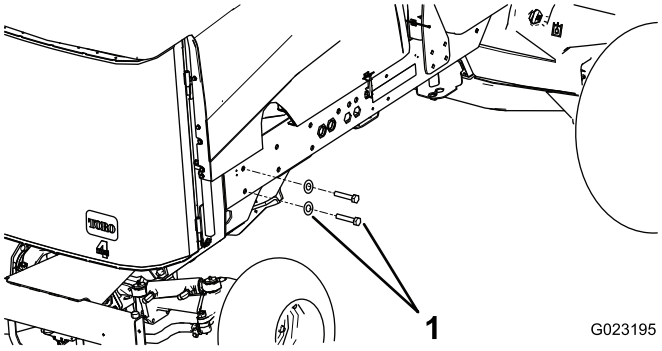

Figure 27
4. Remove the 2 rear bolts and 2 washers from the right frame rail (Figure 27).